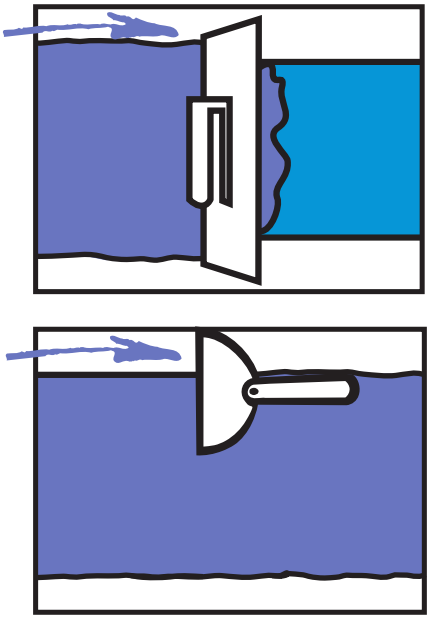

FIGURE 8 Finishing Coat
- Use a 280mm trowel to apply a third coat of compound [Refer to Figure 8 and to Figure 10 for minimum coat widths]